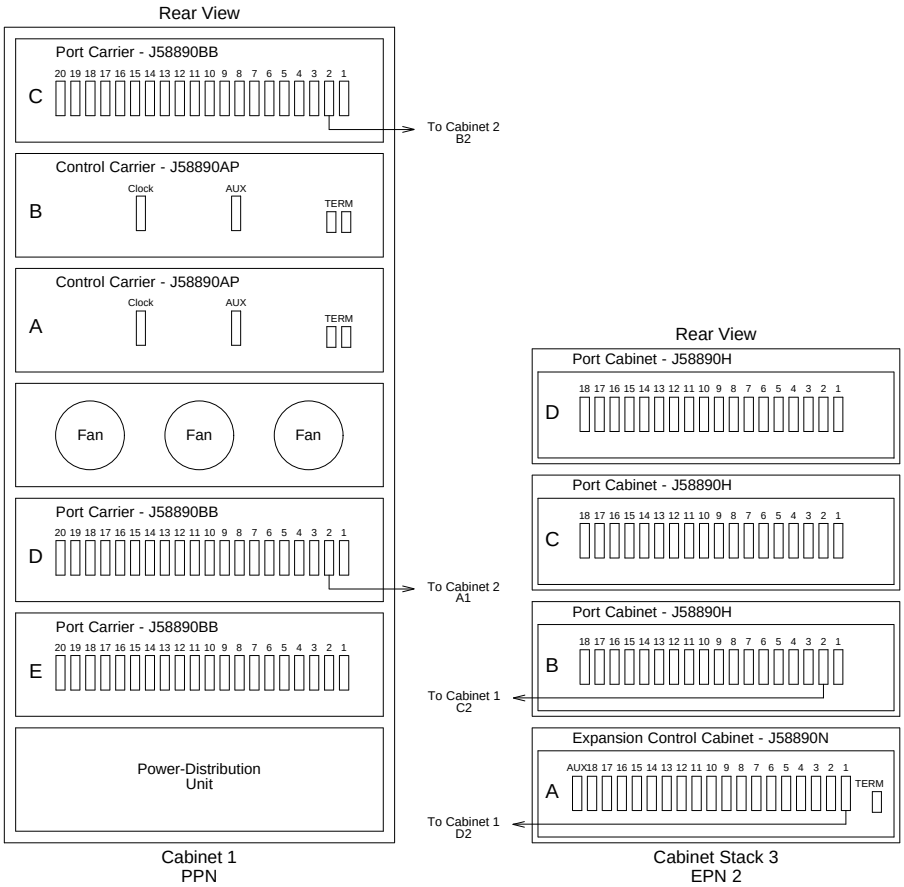
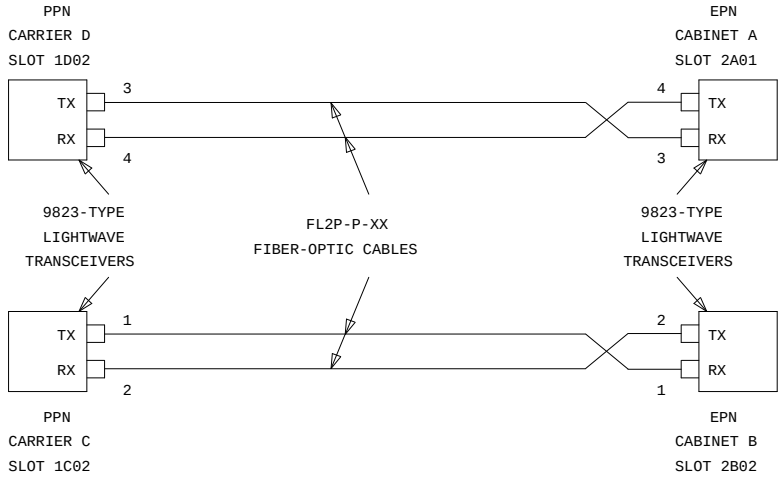
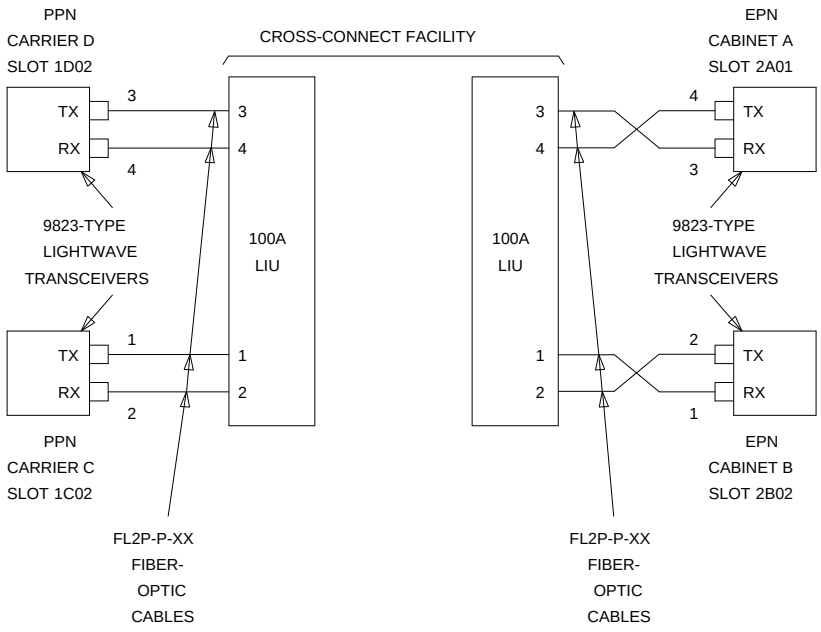

Figure 1-17. Critical-Reliability G3r V4 with Two Port Networks
Figure 1-18. With Critical Reliability
Figure 1-19. With Critical Reliability
1. Behind port carrier C of the multicarrier PPN (see Figure 1-17 and Figure 1-18):
1. Behind port carrier C of the multicarrier PPN (see Figure 1-17 and Figure 1-19):